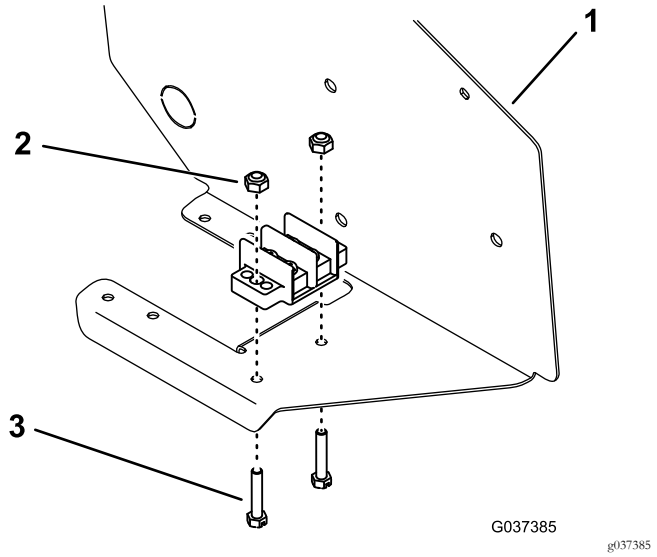

Figur 8
3. Monter den jordede klemmeblokken til undersiden av kontrollpanelenheten med to skruer og to låsemuttere.Figur 8
Merk: Monter skruene fra undersiden av panelet som vist i Figur 8.